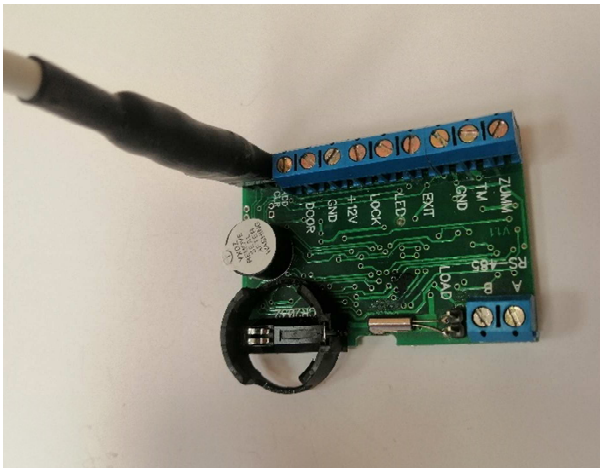

Рис.5 Подключение кабеля Z-5R NET к плате.
- Подключить 8-ми контактный разъём кабеля Z-5R Net к разъёму на плате, как показано на рис.5. (ключом • на разъеме во внешнюю сторону платы.)